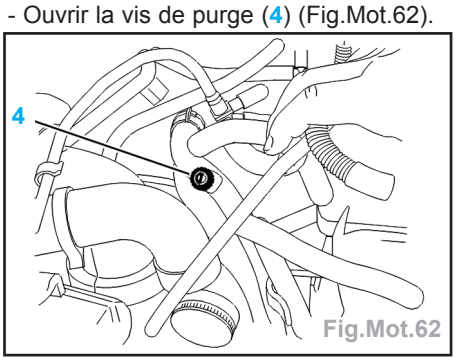

Fig.Mot.62
- Ouvrir la vis de purge (4) (Fig.Mot.62).